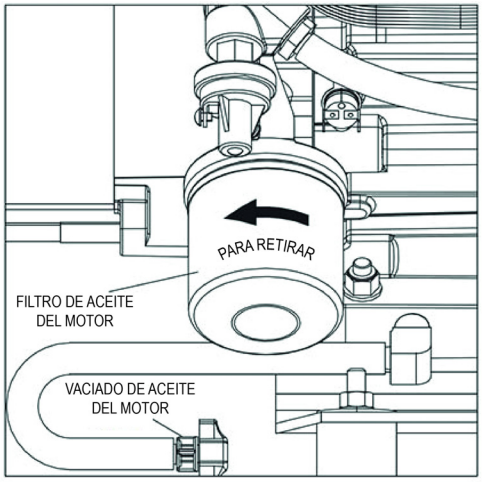

Figura 4-2: Ubicación del filtro y el vaciado de aceite
4. Vaciado el aceite, retire el filtro de aceite antiguo girándolo en sentido antihorario. Para la ubicación del filtro, vea la Figura 4-2